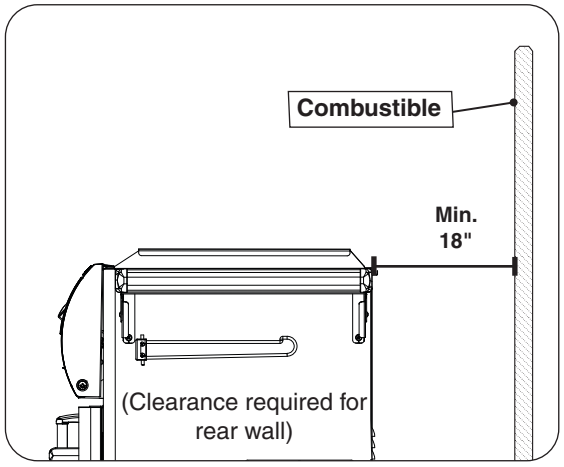

Fig. 9-3 Clearance '**C**' Diagram
- The unit must have a minimum clearance of 18" from the combustible rear wall (see Fig. 9-3).